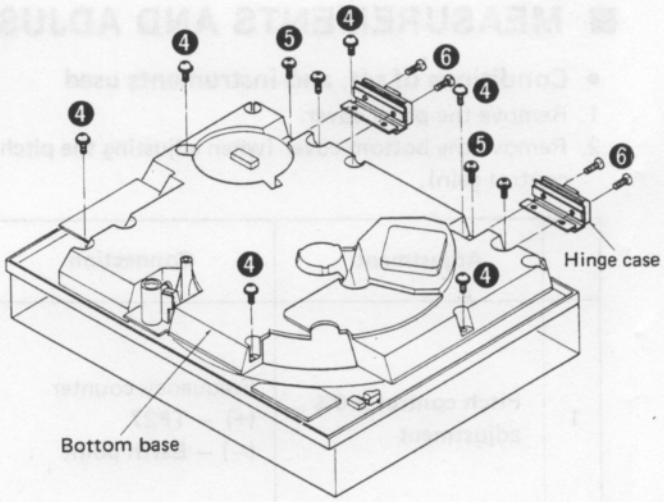

Fig. 2
4. Remove the 6 setscrews **(Fig. 2 : ❹)** of the bottom base.
2. Remove the 4 setscrews **(Fig. 2 : ❺)** of the hinge case bracket.
3. Remove the 4 setscrews **(Fig. 2 : ❻)** of the hinge case.